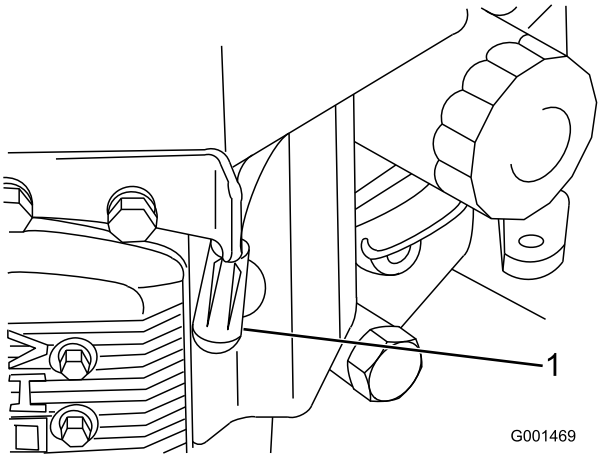

Figuur 26
3. Maak de bougiekabels los van de bougies (Figuur 26).